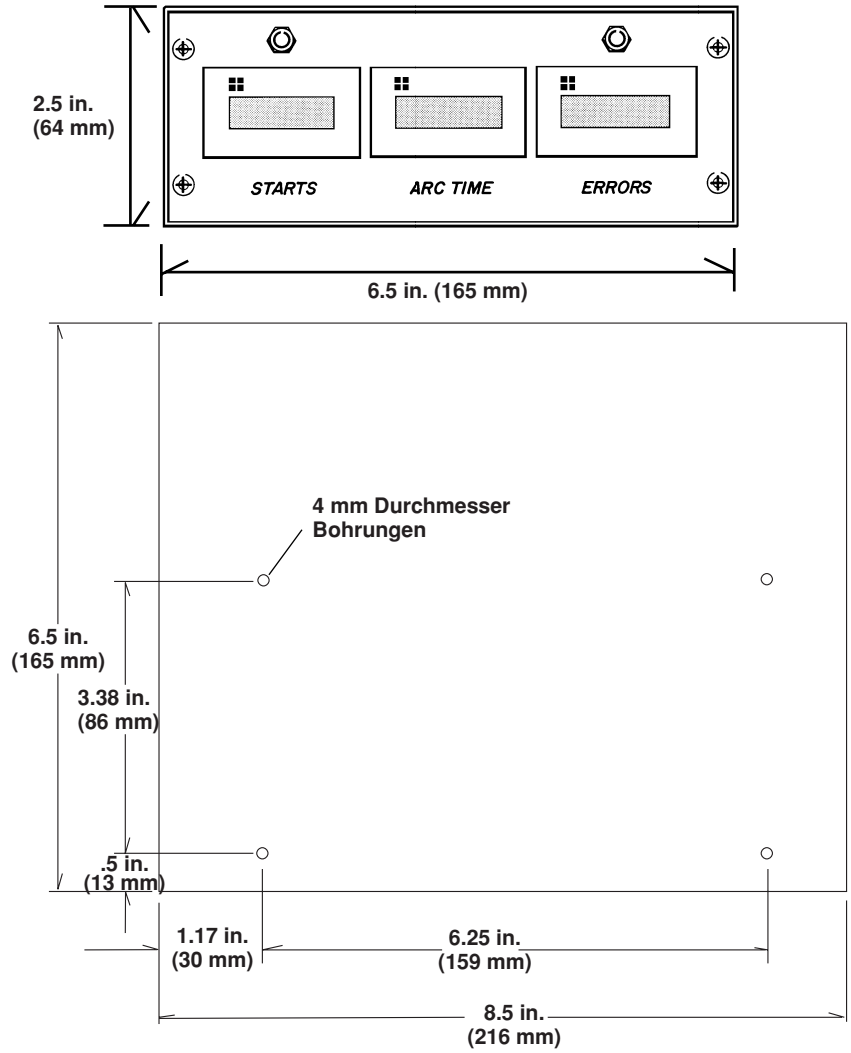

Abbildung d-1 Timer-Zähler Abmessungen und Montagebohrungen
1. Timer-Zähler leicht erreichbar montieren, siehe Abbildung d-1 hinsichtlich der Abmessungen. Zur festen Timer-Zähler-Montage befinden sich vier Montagebohrungen am Boden.